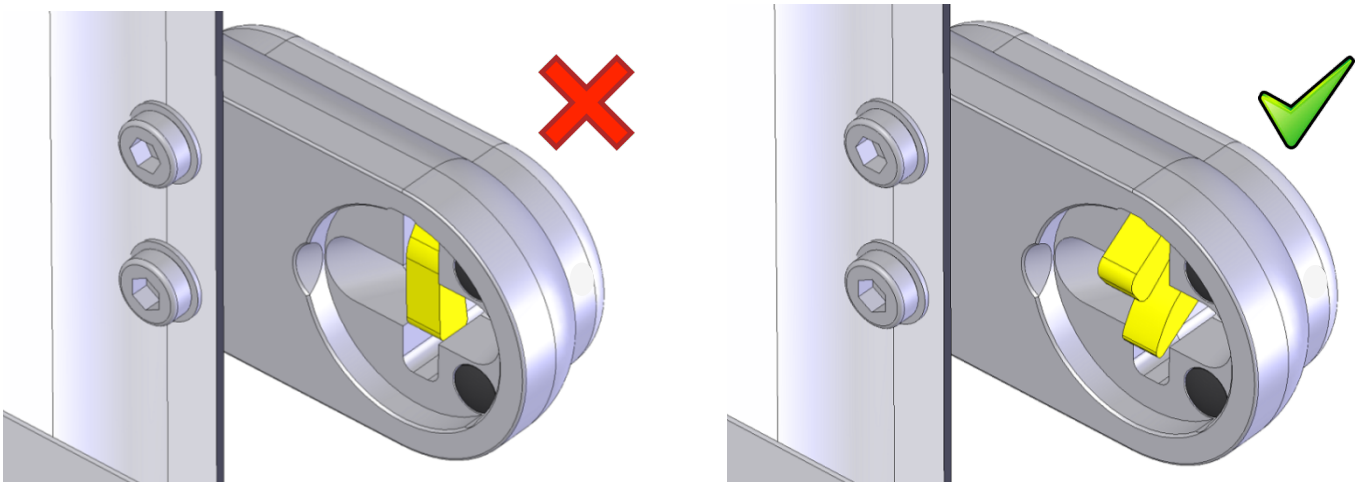

Fig.19
**Verificare che la camma sia aperta prima di chiudere il portellone** (la camma urterebbe violentemente contro il riscontro) (fig.19).